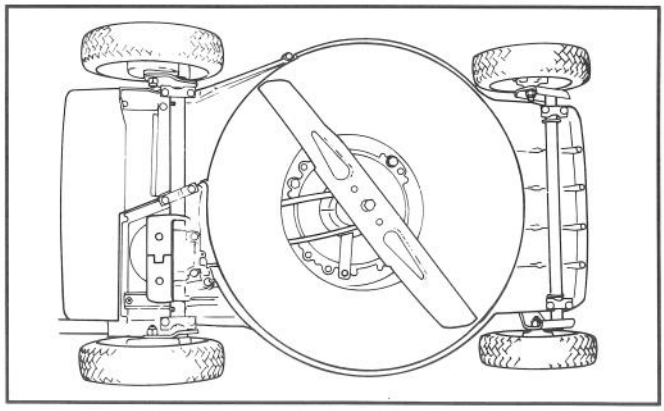

**Abbildung 30**
**2.** Den Mäher auf die linke Seite kippen (Abb. 30). Drehen des Mähmessers vermeiden, da das zu Startproblemen führen könnte.